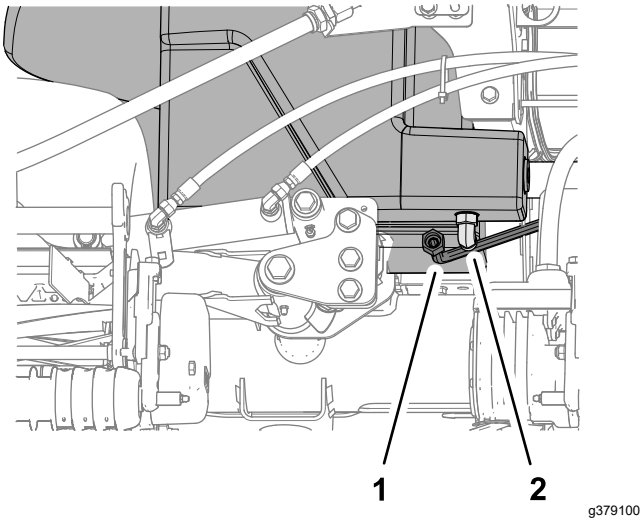

**Figuur 118**
2. Plaats een grote opvangbak onder de 90°-fitting (Figuur 118) van de hydraulische tank; zie Inhoud van hydraulisch systeem (bladz. 75).